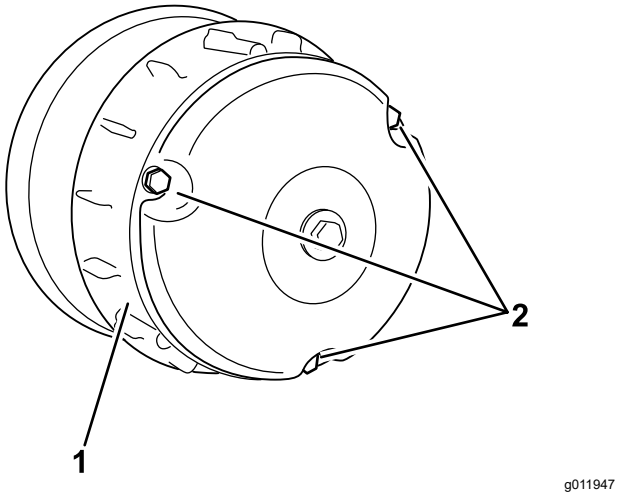

Figur 60
2. Afmonter de 3 bolte, der fastgør dækslet til koblingen, og afmonter dækslet (Figur 60).
4. Monter koblingens dæksel, og fastgør det med de 3 bolte (Figur 60), du fjernede i 2.